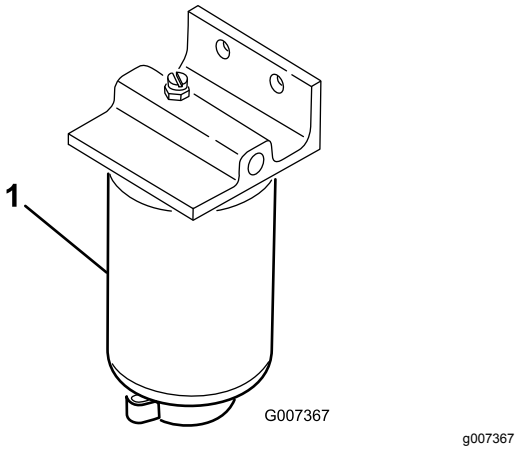

Figur 37
3. Åpne tappepluggen på drivstoffilteret ca. én omdreining, og tapp ut oppsamlet vann (Figur 37).